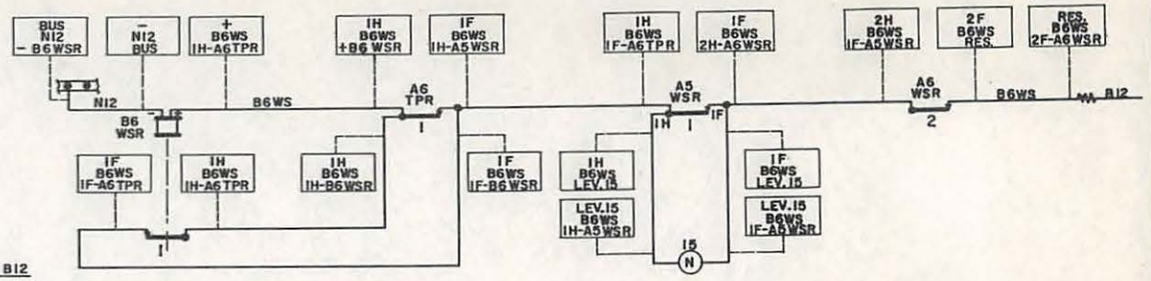

Figure 2
2.- All wires connected to AAR type terminal posts on transformers, rectifiers, relays, terminals etc., shall be marked as shown in Figure 2.